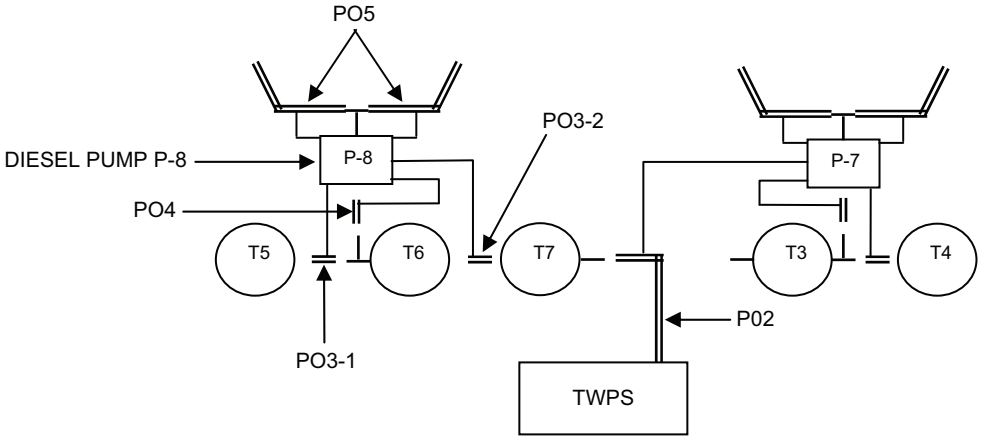

Figure 32. Extended Distribution Hose Heating Blanket Power Cable Connection Diagram.
a. Place the distribution tanks in their rough locations. Make sure Tank T-7 is positioned close enough for Hose P02 and its heating blanket power cable to reach the T-7 Tank inlet (Figure 32).
9. Complete the hose and blanket installation (Figure 32).